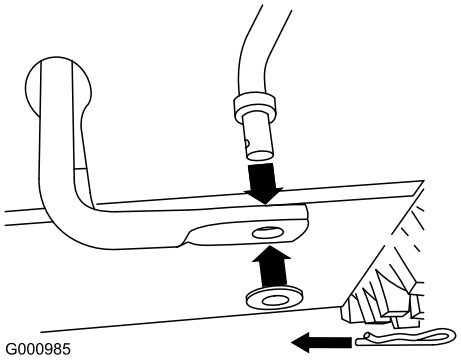

Figur 5
1. Ta bort hårnålssprinten och brickan från hastighetskontrollstångens nedre ände, och för in stångens nedre ände i den nedre länkarmen så att hastighetskontrollstångens böjda ände är vänd bakåt (Figur 5).